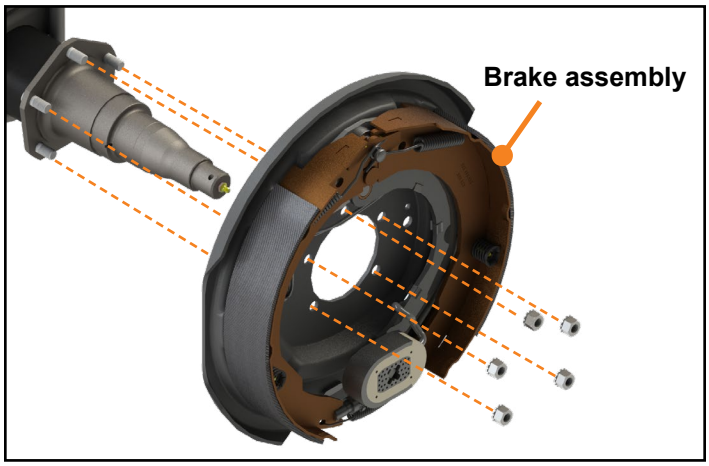

Fig.10
3. Remove the nuts fastening the brake assembly to the spindle, then remove the brake assembly **(Fig. 10)**.